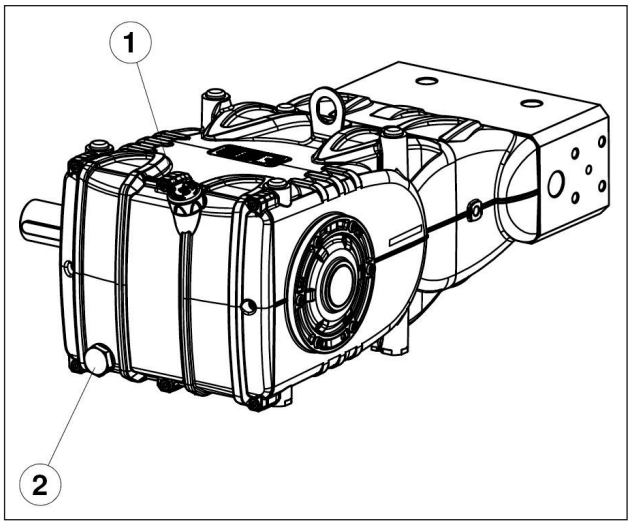

Fig. 3
Da haste do nível do óleo pos. ①, Fig. 3.
O controle correto do nível do óleo é realizado com a bomba em temperatura ambiente, a troca do óleo é executado com bomba de temperatura de trabalho, removendo: a haste do nível do óleo pos. ①, e sucessivamente a tampa pos. ②, Fig. 3.